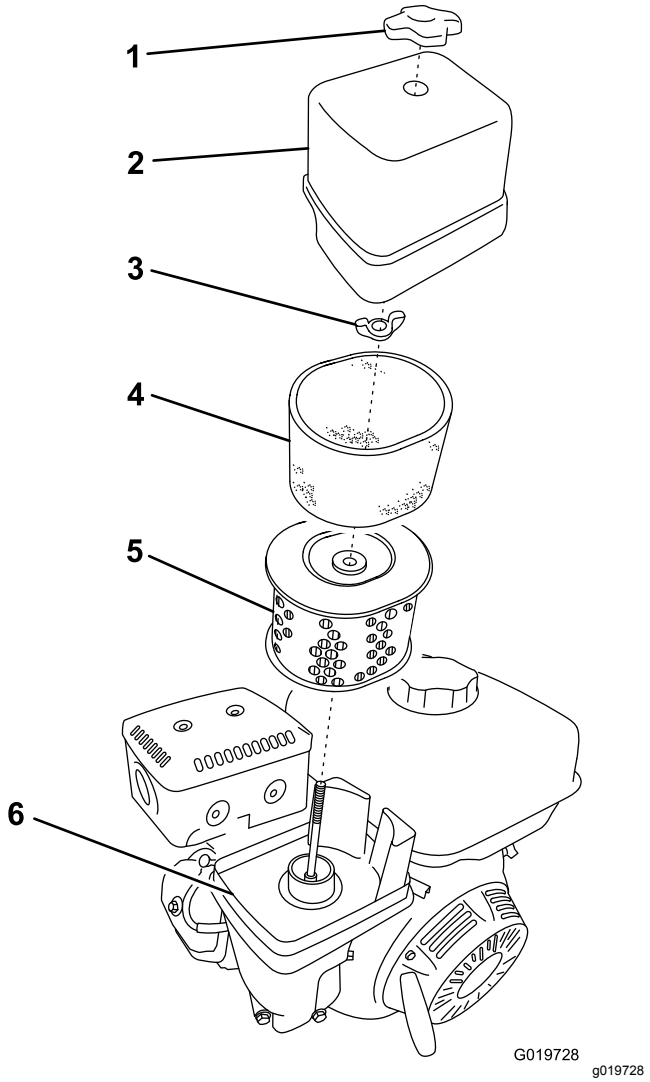

Figure 22
3. Retirez l'écrou de fixation du couvercle (Figure 22).
5. Déposez les éléments en mousse et papier de la base (Figure 22).
6. Sortez l'élément en mousse de l'élément en papier (Figure 22).